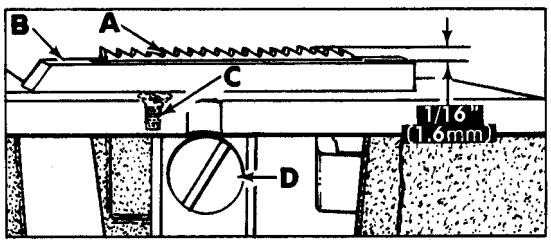

Fig. 9
Feed Dog (A, Fig. 9) should be centered in throat plate (B) with equal clearance on all sides and ends with feed travel set to desired stitch length. At highest point of travel tips of feed dog teeth should extend the depth of a tooth or approximately 1/16 inch (1.6 mm) above throat plate and parallel to same. Screw (C) should be set to support feed dog after screw (D) has been loosened which secures feed dog in position.
Der Transporteur (A, Fig. 9) muß in der Stichplatte (B) vermittelt werden, so daß er an allen Seiten und Enden gleichmäßig freigeht wenn die Transportbewegung auf die gewünschte Stichlänge eingestellt ist. Im höchsten Punkt der Bewegung, müssen die Spitzen der Transporteurzähne eine volle Zahnhöhe oder etwa 1,6 mm über die Stichplatte hinausstehen und parallel mit ihr sein. Die Schraube (C) wird zur Abstützung des Transporteurs eingestellt, nachdem die Schraube (D) mit der der Transporteur befestigt wird, gelöst wurde.